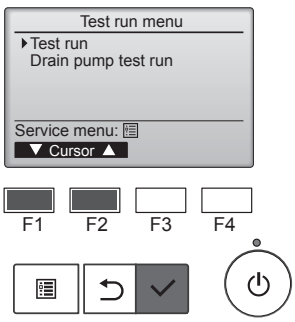

Fig. 7-2
② Selezionare l'opzione "Test run" (Prova di funzionamento) dal relativo menu, quindi premere il pulsante [SCEGLI]. (Fig. 7-2)
③ Viene avviata la prova di funzionamento e viene visualizzato il relativo schermo.